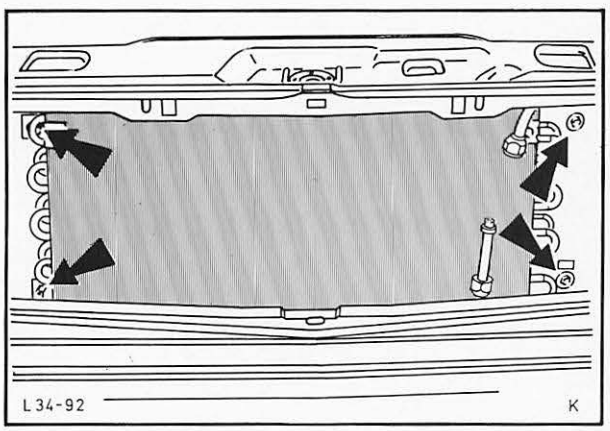

Abb. 63 Kondensator am Kühlerhalteblech befestigen
11. Kondensator von innen einsetzen, an Kühlerhalteblechen mit 4 Schrauben befestigen, Abb. 63, und Druckschlauch an Kondensator anbringen.